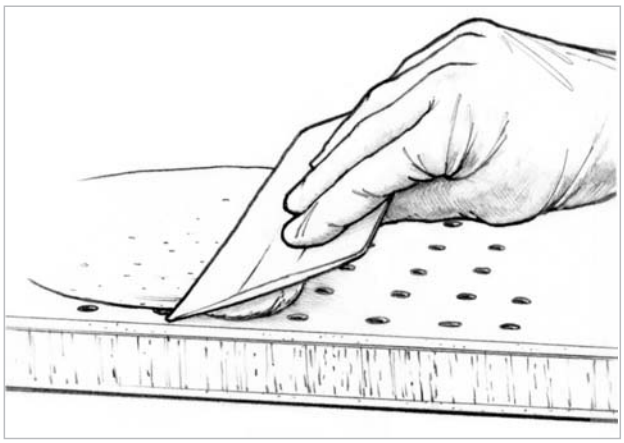

Figure 5-4 *Fill any remaining voids and fair the surface with an epoxy/407 mixture.*
6. Sand the surface and fill any remaining holes with an epoxy/407 low-density filler mixture, thickened to the consistency of peanut butter *(Figure 5-4)*. After the epoxy has cured thoroughly, sand the surface fair and finish it as described in Section 2.